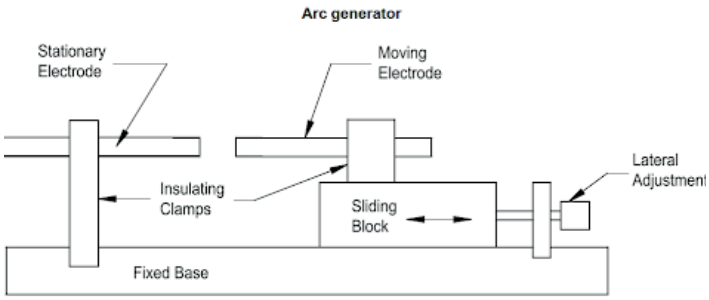
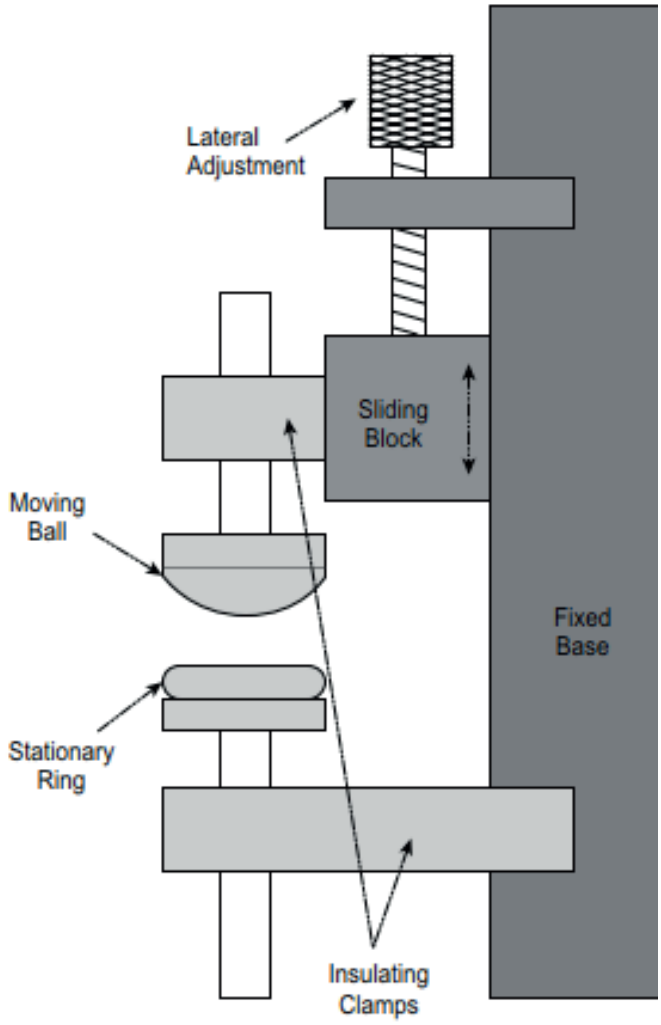

Figura 11 - Gerador de arco para teste. Fonte: UL 1699B
Figura 12 - Gerador de arco para teste. Fonte: UL 1699B
a) Um gerador de arco, semelhante aos mostrados na Figura 11 e na Figura 12, deve ser usado para este teste. Um eletrodo móvel e outro estacionário devem ser construídos de liga de cobre ou tungstênio.
Ao usar um aparelho conforme descrito na Figura 11, os eletrodos devem ser feitos de barras cilíndricas de cobre com 6,35 mm (1/4 pol.) de diâmetro. Ao usar um aparelho, conforme descrito na Figura 12, liga de tungstênio deve ser usada para os eletrodos.